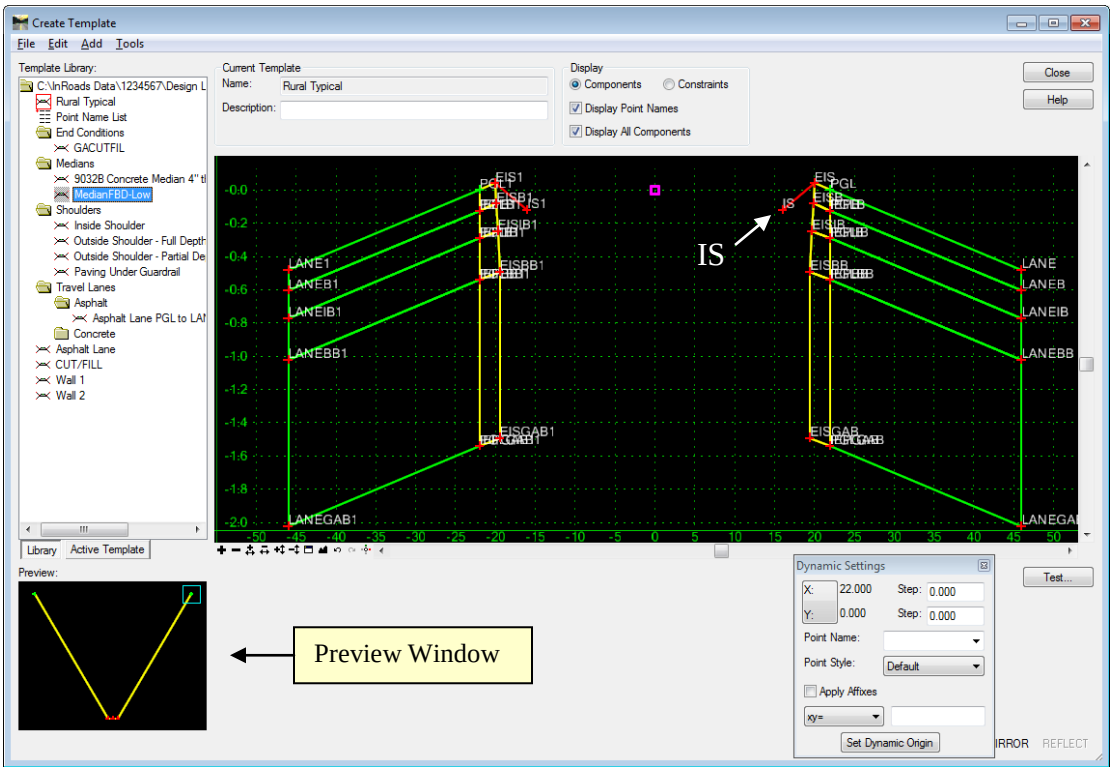

Figure L7-84 Create Template
- Highlight the **MedianFBD-Low** component so it becomes visible in the **Preview:** window as shown in *Figure L7-84*.